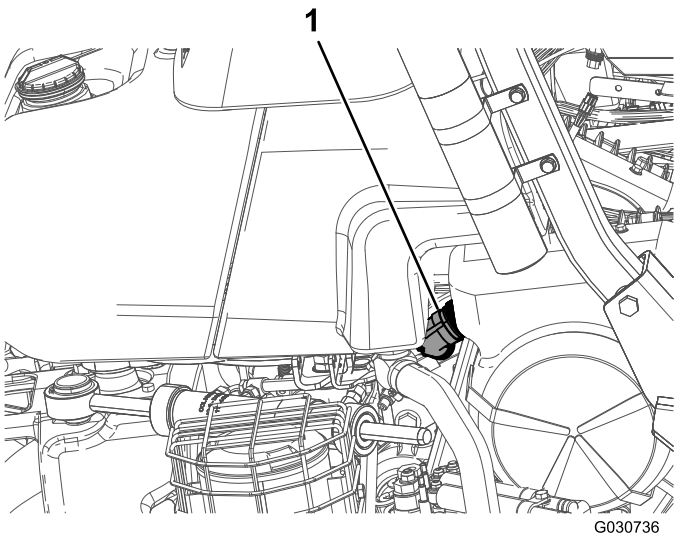

Figur 3
10. Tag stikket ud af generatoren i nærheden af motoren (Figur 3).